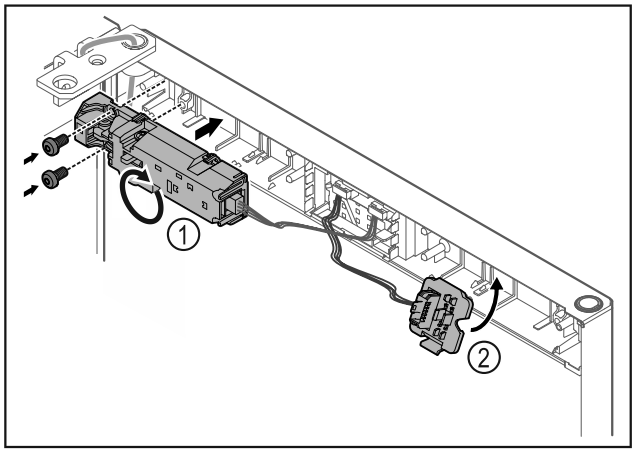

Fig. 13
▶ Rotiți încuietoarea de la distanță *Fig. 13 (1)* cu 180° și fixați-o pe partea opusă.
▶ Fixați în poziție suportul fișei *Fig. 13 (2)* pe partea opusă.*